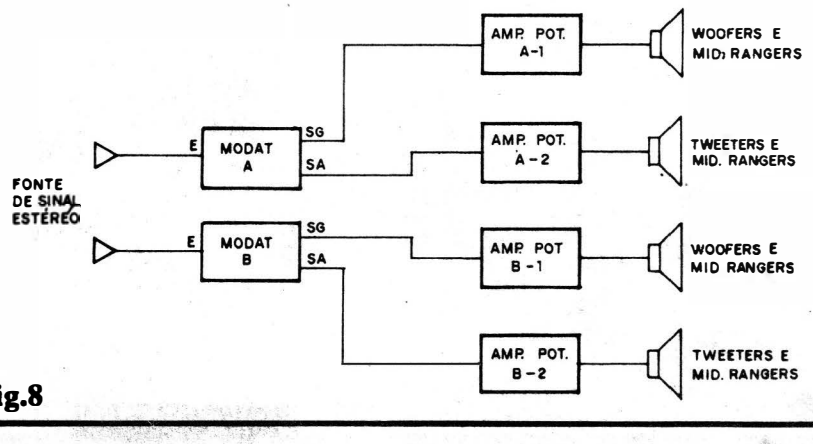

Fig.8
- **FIG. 8** - UM PODEROSO "QUADRAFÔNICO" AMBIENTAL, COM O MODAT - Em utilizações profissionais (ou mesmo domésticas, das mais sofisticadas...), existe ainda uma interessante possibilidade de aplicações do MODAT, na simulação de um efeito "quadrafônico" (espécie de "estéreo em 4 canais"...), amplo e muito impressivo... Nesse caso, será necessária, além de uma fonte de sinal ESTÉREO, **dois** MODATs e **quatro** amplificadores individuais de Potência, mono... Também serão **quatro** os conjuntos de caixas acústicas (sonofletores específicos, sendo dois para GRAVES/MÉDIOS e dois para AGUDOS/MÉDIOS...). Com a instalação feita "nos conformes" do diagrama, e uma correta distribuição das caixas acústicas, o resultado final, em termos de audição, poderão chegar a uma fantástica "abrangência" sonora, que apenas poderia ser obtida através de métodos e tecnologias **muito** sofisticadas (e caras...)! Com os quatro grupos de transdutores dispostos, por exemplo, nos cantos de um recinto quadrangular (uma sala ampla...), vários arranjos ou distribuições poderão ser experimentados, até obter-se um som realmente **envolvente**, capaz de situar o ouvinte virtualmente "no centro" da orquestra ou banda cuja execução esteja sendo apresentada pelo sistema! Certamente que alguns ajustes cuidadosos de níveis, volumes e equalização, nos equipamentos "reguláveis" acoplados ao conjunto, serão necessários, mas os resultados poderão chegar a níveis surpreendentes de qualidade e beleza acústica...!